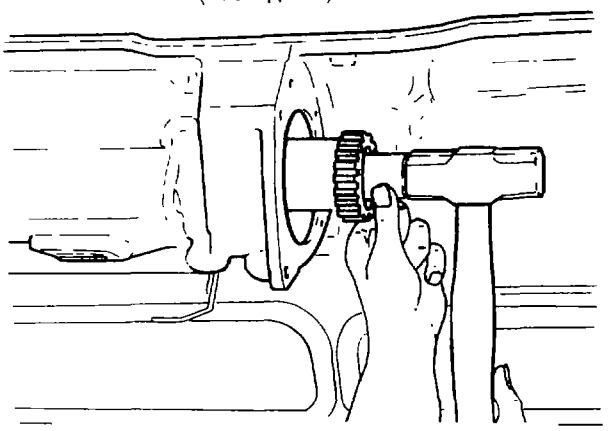

Fig. 64 — Installing Drive Coupling
e. Fit the key to the drive coupling for the air compressor then fit the oil pump drive gear to the coupling; fit the coupling to the auxiliary shaft; if necessary use a soft, hollow drift to drive the coupling fully home on the shaft (see fig. 64).